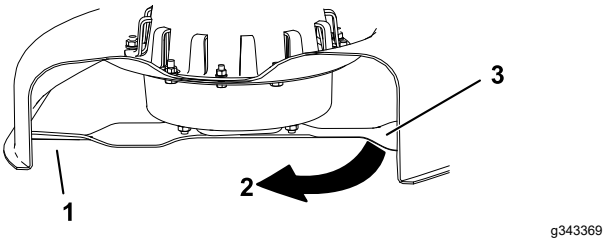

**Figur 31**
3. Målt avstand mellom blad og overflate (A)
4. Roter den samme kniven 180 grader så den motsatte kniveggen nå er i samme stilling (Figur 31).